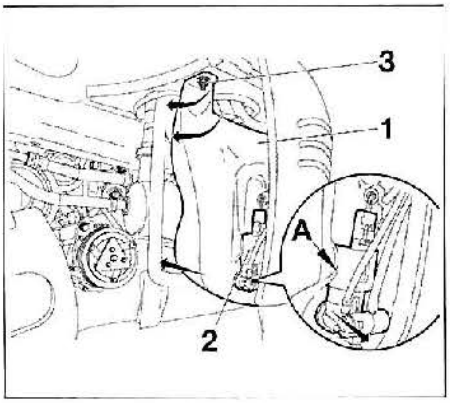

FIG. 14
• Colocar una caja recolectora debajo del depósito de lavaparabrisas (1) **(fig. 14).**